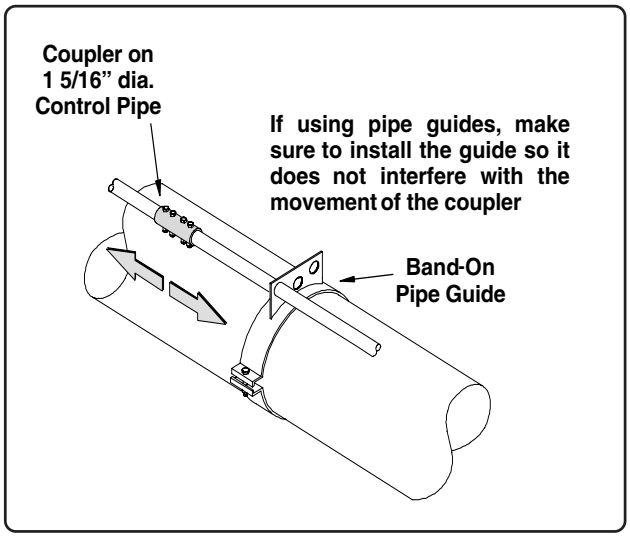

Fig. 4
- If using the band-on control pipe guides, make sure to position the guide(s) so they do not interfere with the movement of the coupler used on the 1 5/16" dia. pipes (See Fig. 4).